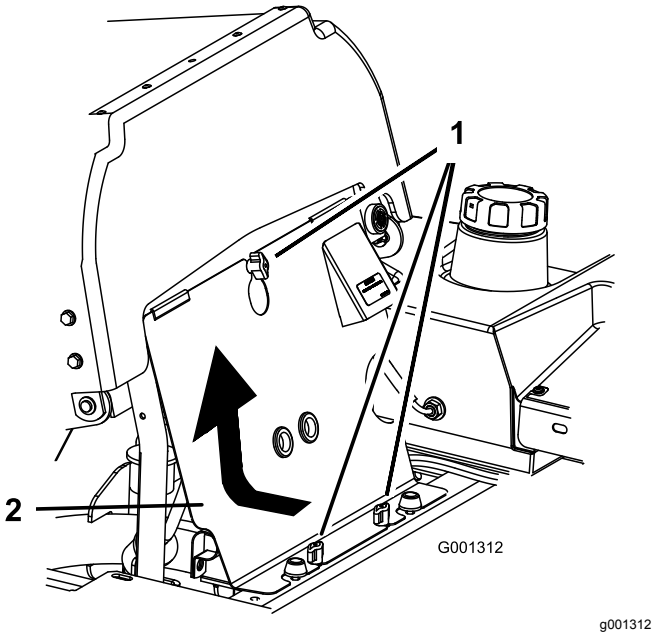

**Figuur 92**
3. Maak de knoppen van het frontpaneel van de motor los en verwijder het paneel (Figuur 92).